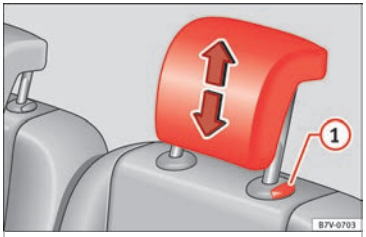

Afb. 151 Verstelling van de hoofdsteunen van de tweede of derde zitrij.
- Breng de hoofdsteun omhoog in pijlrichting of verplaats deze omlaag -**››› afb. 150** of **››› afb. 151** (1)- door op de knop **››› ⚠ in Hoofdsteunen uit- en inbouwen op pag. 149** te drukken.